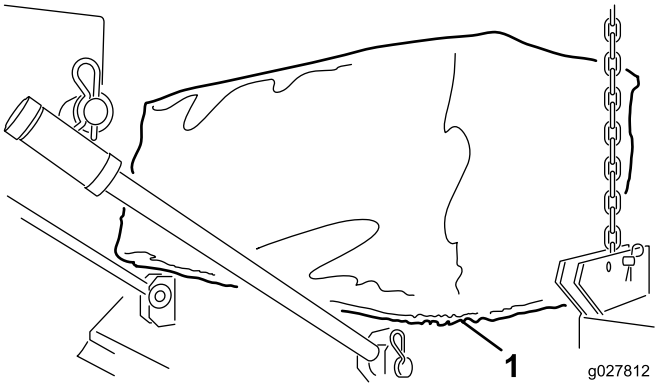

Figura 4
4. Instale o anel da lona em redor da aba do Versa-Vac e aberturas da plataforma (Figura 4).